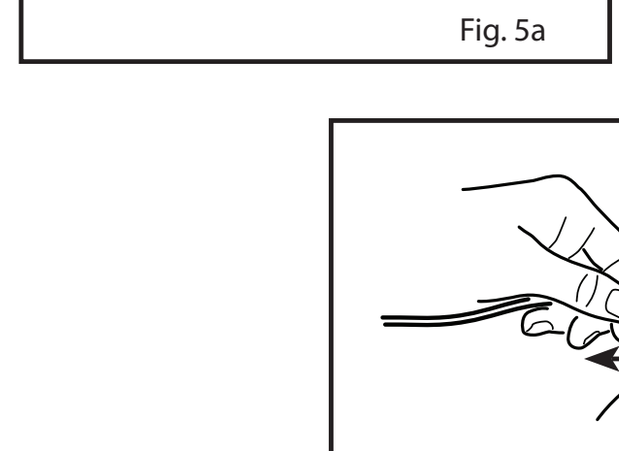

Fig. 5a
1. Consulte la **Fig. 5a.** Oriente la lengüeta del conector del sensor de modo que el lado donde están los contactos "brillantes" quede hacia arriba. Oriente el cable del paciente de modo que la barra de color y las ranuras de agarre queden hacia arriba.